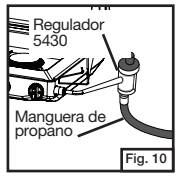

Fig. 10
- Conecte la manguera al regulador 5430 y enrósquela en la estufa como se muestra en la Fig. 10.